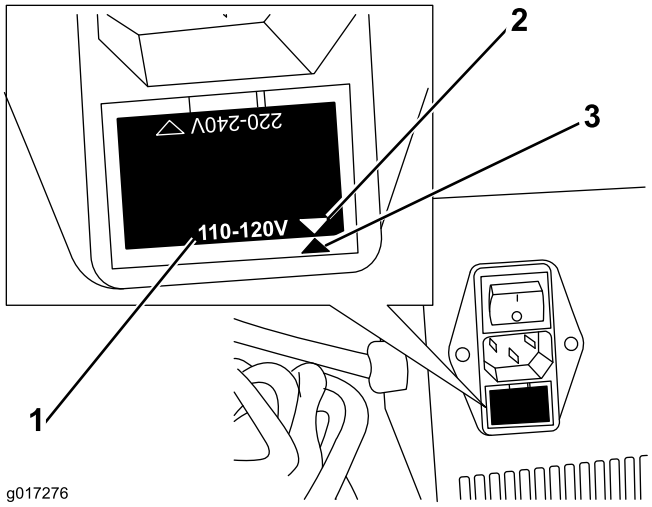

Figura 1
1. Verifique a orientação do tabuleiro de fusíveis sob o receptáculo do cabo de alimentação para determinar se a definição de voltagem actual é a mesma da classificação de voltagem da tomada eléctrica que vai utilizar para a alimentação (Figura 1).
Nota: Figura 1 ilustra a definição para alimentação de 110–120 V.
3. Rode o tabuleiro de fusíveis de forma a que a voltagem no tabuleiro de fusíveis fique alinhada com a marca de referência no suporte do tabuleiro de fusíveis (Figura 1).